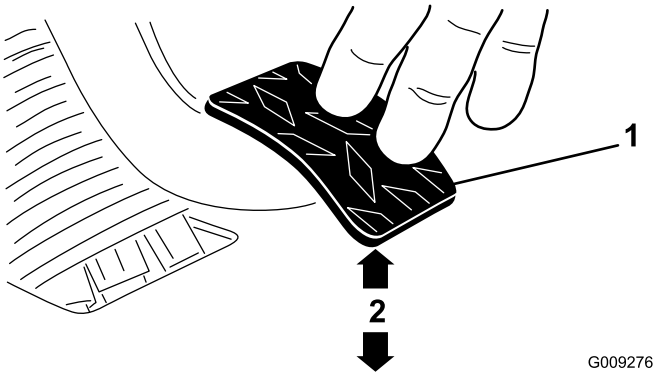

**Figur 70**
3. Juster låsemutterne og/eller kuleleddet helt til kanten bak på clutchpedalen er 9,5 ± 0,3 cm fra toppen av gulvplaten med rombeprofil, hver gang det øves en kraft på cirka 1,8 kg på pedalen (Figur 70).